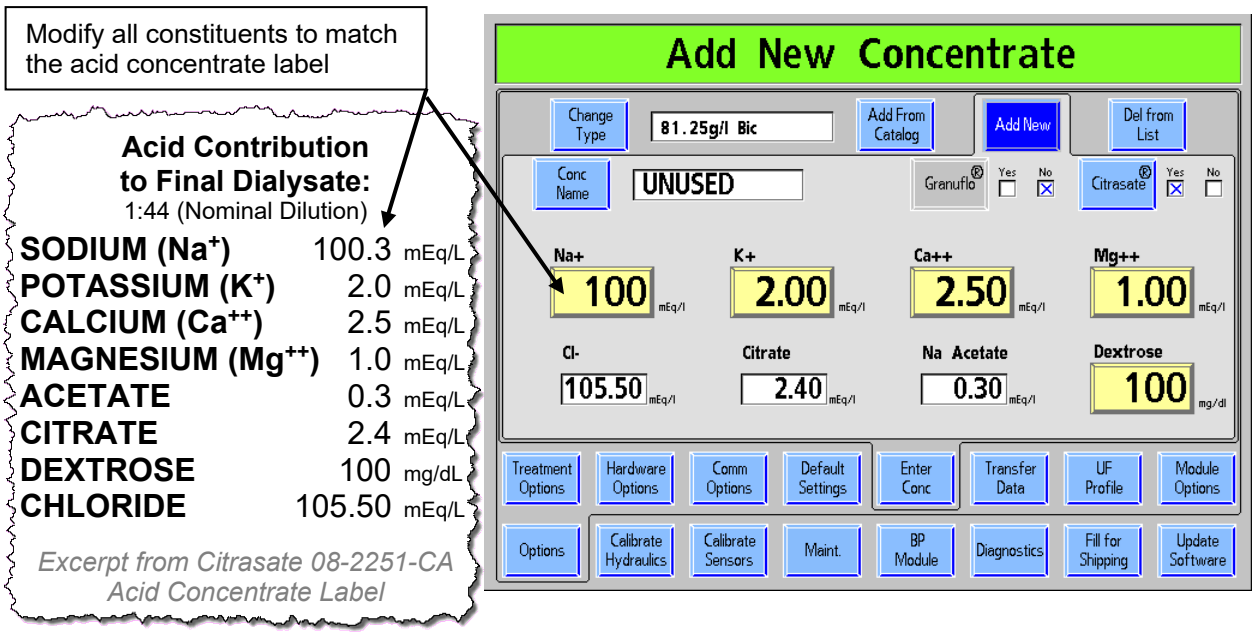

Figure 122 – Adding a New Acid Concentrate (Citrasate 08-2251-CA) (showing functional software version 2.81 or later)
c. **Citrasate** (see Figure 122 above): Enter the values for Sodium (Na+) (first three digits only), Potassium (K+), Calcium (Ca++), Magnesium (Mg++), and Dextrose. The calculated values are Chloride (Cl-), Citrate, and Na Acetate.